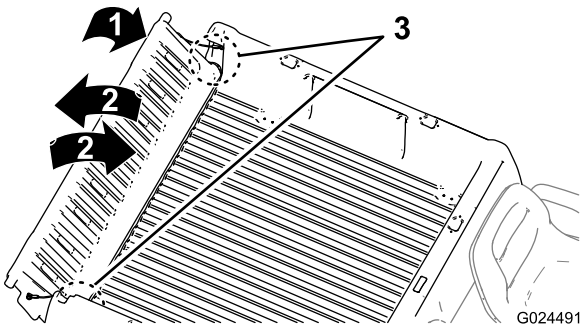

Rysunek 13
2. Ustaw tylną burtę w pozycji około 45° (Rysunek 13).
3. Wykonuj krótkie wstrząsane ruchy i poruszaj kilkukrotnie tylną burtą w górę i w dół (Rysunek 13).